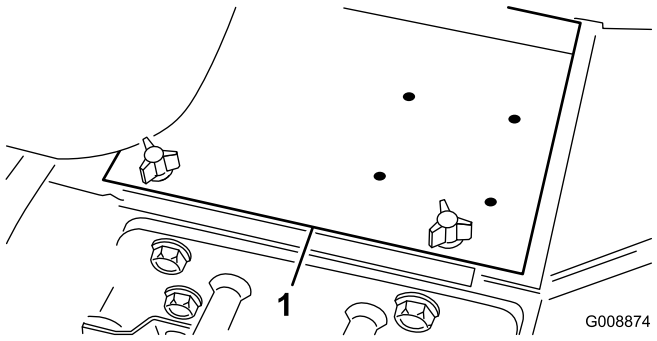

Figur 3
2. Ta bort batterikåpan (Figur 3).